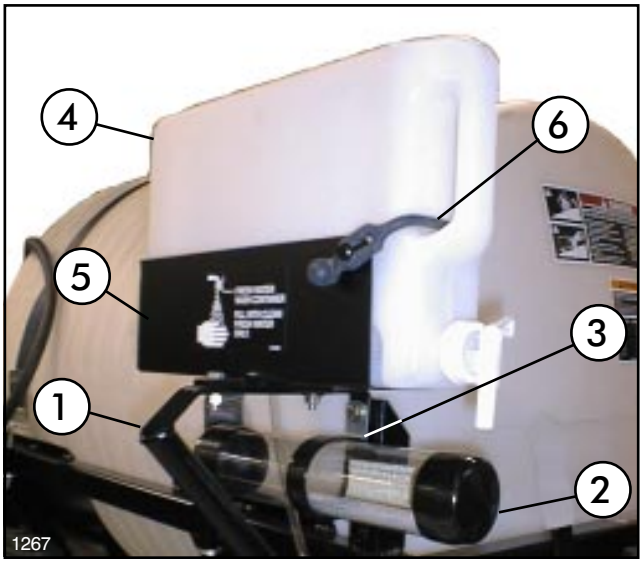

FIG. 18
1. Mount Hold-In Brace and Manual Tube to the right front side of Saddle Assembly using (2) 5/16” x 3/4” cap screws, flat washers, hex nuts, (1) R-Clamp. Tighten securely. See FIG. 18.
2. Mount Wash Tank Bracket (open end forward) to Hold-In Brace using (2) 5/16" x 1" hex hd. cap screws, flat washers, and hex nuts. Place Clean Water Wash Tank into Wash Tank Bracket and secure with Rubber Hold-Down, as shown in FIG. 18.